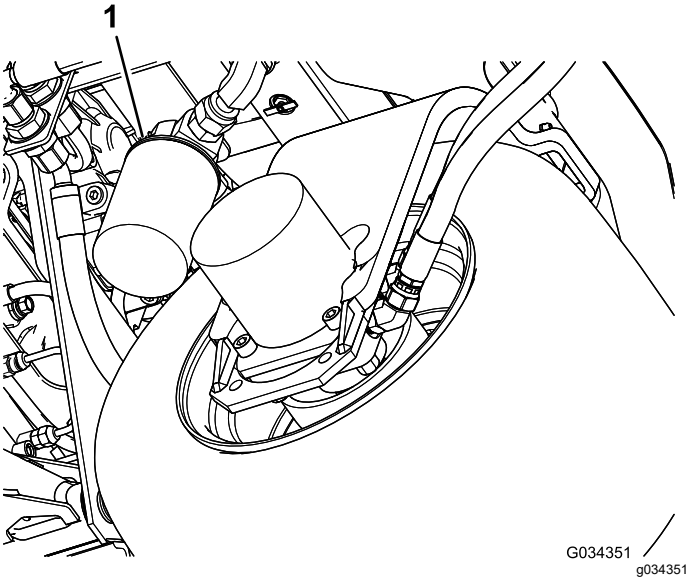

Figuur 94
2. Reinig de omgeving van de plaats waar het filter wordt gemonteerd. Plaats een opvangbak onder het filter (Figuur 94) en verwijder het filter.